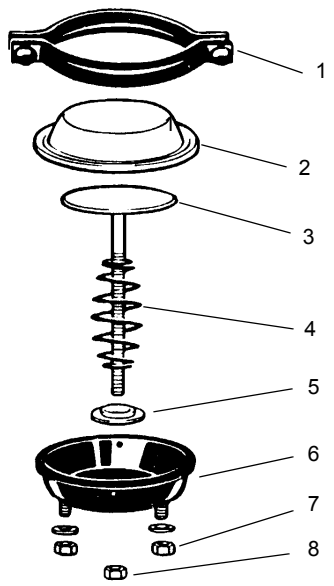

FIGURA 8-41
1. Retire la abrazadera que fija la cámara de frenos de servicio a la cámara de frenos de resorte (vea la Figura 8-41).
3. Coloque el diafragma sobre la varilla de empuje (vea la Figura 8-41).